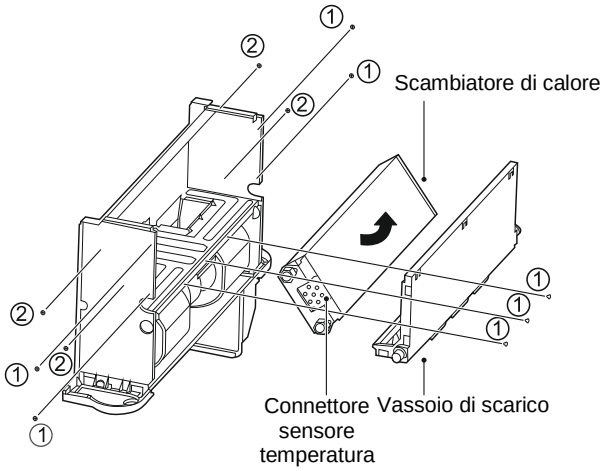

Figura 5-18
2. Come mostrato nella Figura 5-18, svitare le viti ①×7 e togliere il vassoio di scarico.
3. Svitare le viti ②×4 e estrarre lo scambiatore di calore.
5. Ruotare la serpentina dello scambiatore di calore nella direzione mostrata nella Figura 5-18.